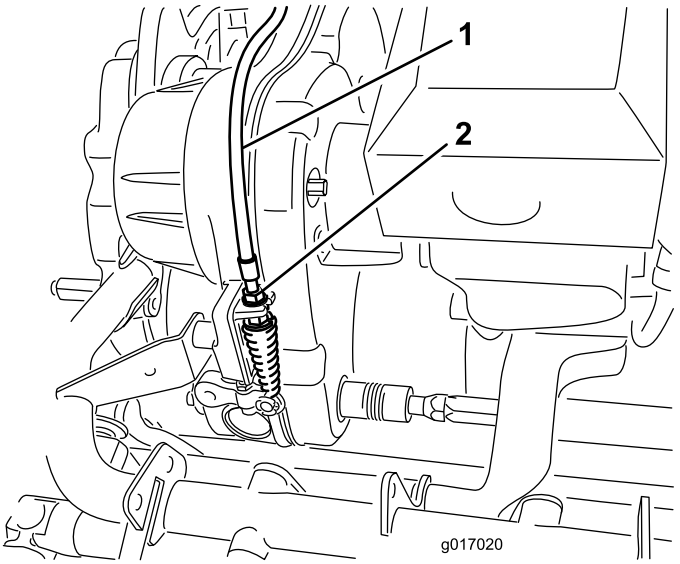

Figur 47
2. Juster kontrolkablet til knivcylinderen ved transmissionens kantplade (Figur 47) for at opnå en fjederlængde på 70,6-72,4 mm.